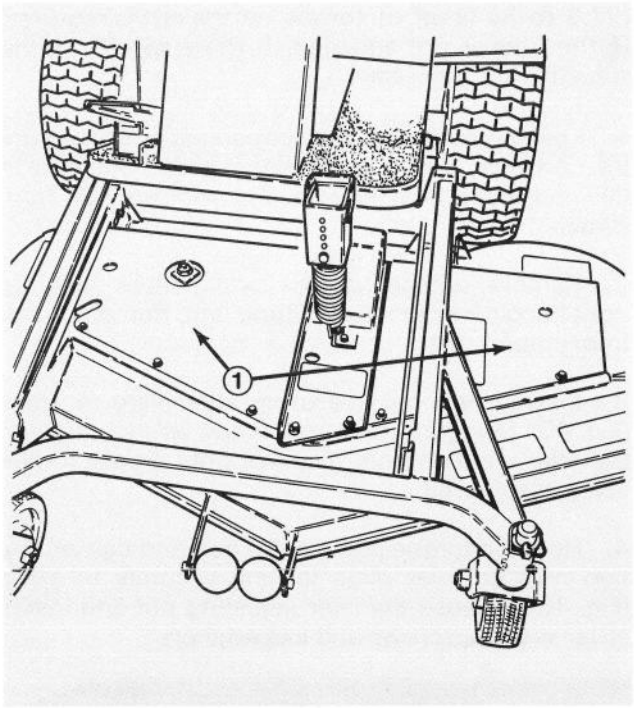

Figure 41
2. Remove capscrews and lockwashers securing left and right covers to top of cutting unit (Fig. 41).
8. Reinstall covers with capscrews and lockwashers (Fig. 41).
2. Remove capscrews and lockwashers securing right hand cover to top of cutting unit (Fig. 41).